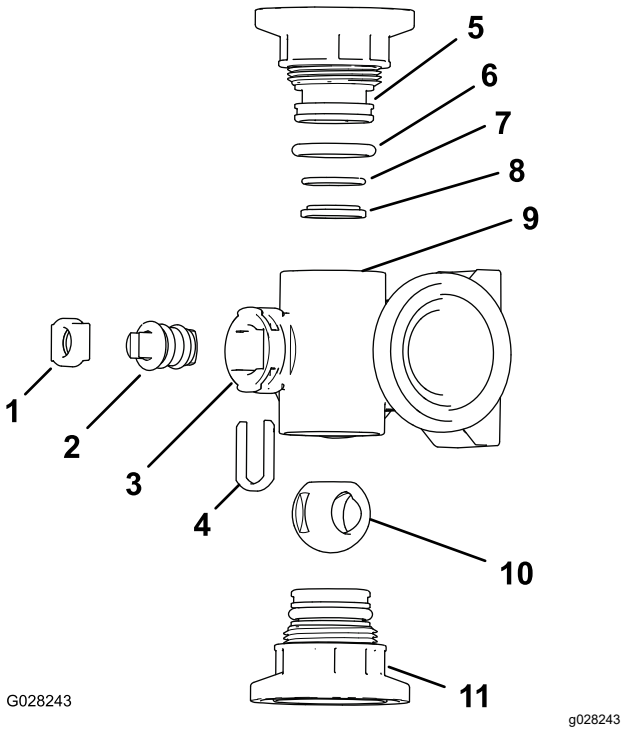
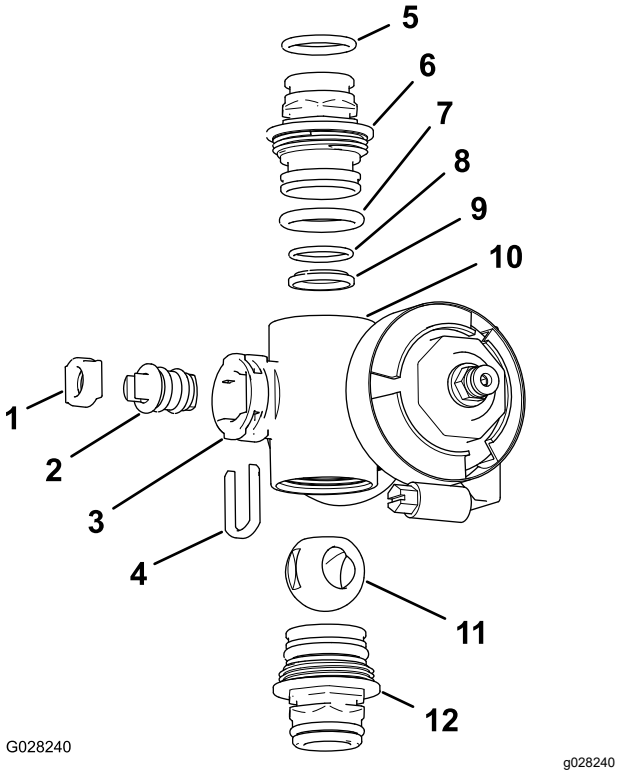

Figure 78
Figure 79
2. Déposez les 2 raccords d'embout à chaque extrémité du corps du collecteur (Figure 78 et Figure 79).
4. Retirez l'étrier de fixation de la tige des fentes de l'orifice de tige du collecteur (Figure 78 et Figure 79).
5. Déposez du collecteur l'étrier de fixation et le siège de la tige (Figure 78 et Figure 79).
6. En passant par le corps du collecteur, déposez la tige de vanne (Figure 78 et Figure 79).
1. Vérifiez l'état et l'usure des joints toriques de raccord de sortie (collecteur de vanne de section seulement), des joints toriques d'embout, des joints toriques de portée arrière et du siège de la bille (Figure 78 et Figure 79).
2. Appliquez de la graisse silicone sur la tige de la vanne et insérez-la dans le siège (Figure 78 et Figure 79).
3. Placez la tige et le siège dans le collecteur et fixez-les à l'aide de l'étrier (Figure 78 et Figure 79).
4. Vérifiez que le joint torique de portée arrière et le siège de la bille sont correctement alignés et engagés dans le raccord d'embout (Figure 78 et Figure 79)
5. Montez le raccord d'embout sur le corps du collecteur jusqu'à ce que la bride du raccord touche le corps (Figure 78 et Figure 79), puis tournez encore le raccord d'embout de 1/8e à 1/4 de tour.